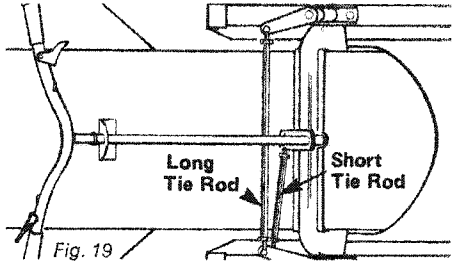

Fig. 19
1. Using wrench, loosen the lock nuts (2) of the LONGER tie rod.
2. Turn tie rod manually, until skis are parallel to each other. (See Fig. 19).
3. Retighten lock nuts (2) firmly.